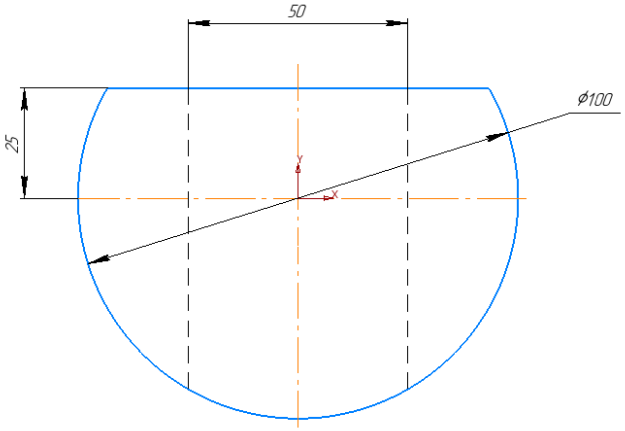

Рис. 8.11
2) Выберите ***Плоскость XY***. Войдите в режим ***Создать эскиз***. Начертите эскиз модели – окружность с удалением сегмента на расстоянии 25 мм от осевой линии и параллельными линиями на расстоянии 25 мм от вертикальной осевой (рис. 8.11).